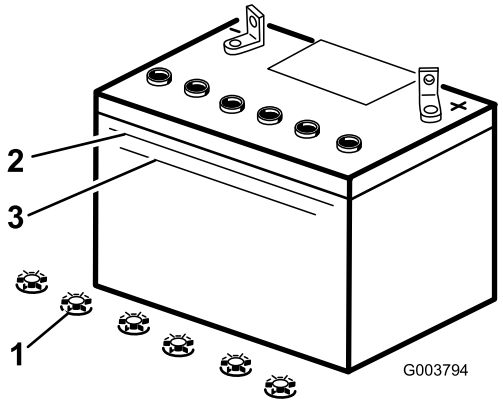

Figure 29
3. Observez le côté de la batterie. Le niveau de l'électrolyte doit atteindre le trait supérieur (Figure 29). Le niveau d'électrolyte ne doit pas descendre au-dessous du trait inférieur (Figure 29).
3. Enlevez les bouchons de remplissage de la batterie (Figure 29).
4. Versez de l'eau distillée avec précaution dans chaque élément jusqu'au repère supérieur (Figure 29) sur le côté de la batterie.
5. Attendez cinq à dix minutes après avoir rempli les éléments. Au besoin, ajoutez de l'eau distillée pour amener le niveau jusqu'au repère supérieur sur le côté de la batterie (Figure 29).